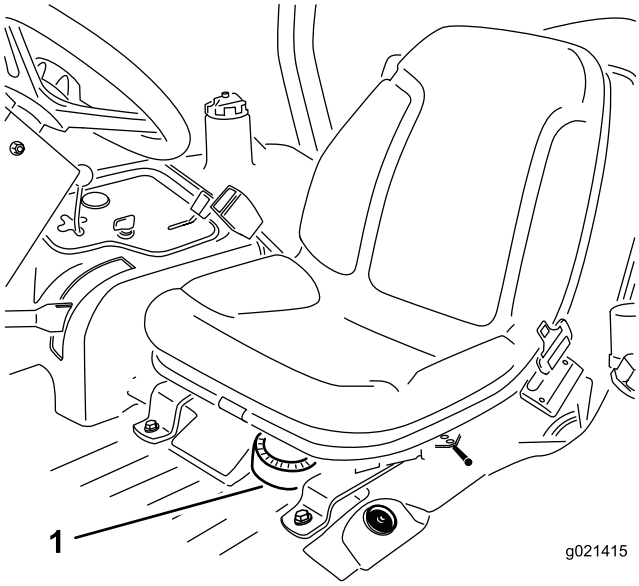

**Figur 49**
1. Ta bort sätet så att du kommer åt bränslepumpen (Figur 49).